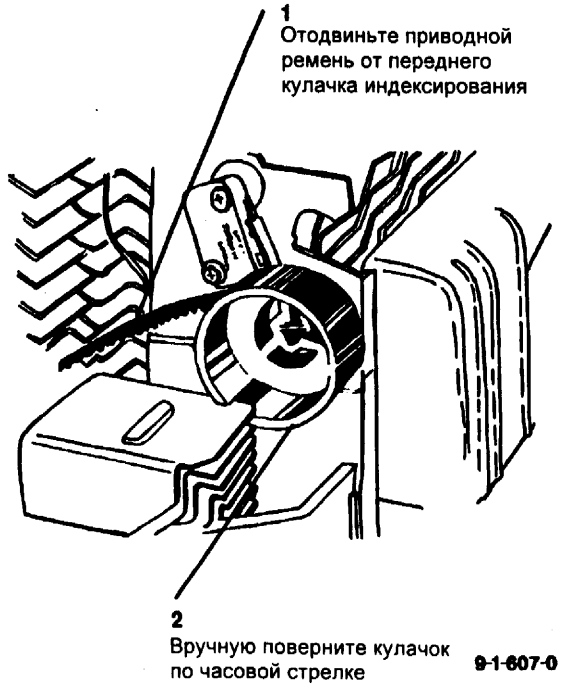

Рис. 1 Поднятие ячеек вручную
1. (Рис. 1) Поднимите ячейки вручную.